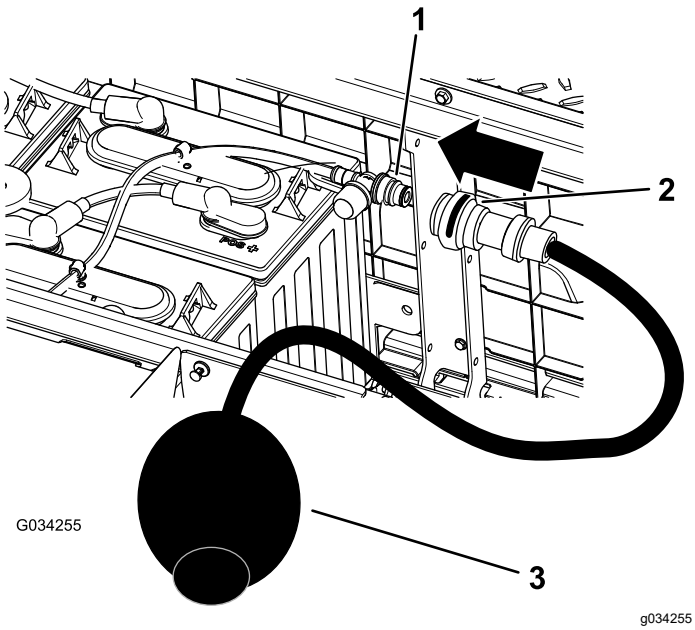

**Figuur 38**
4. Sluit uw Toro waterhandpomp aan op de watervulopening (Figuur 38).